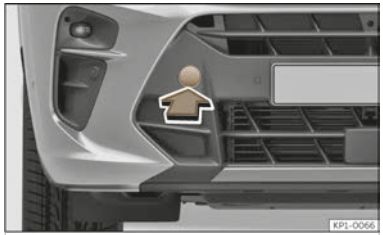

Fig. 216 Front bumper on right: remove the lid.
The housing of the removable towing eye is on the right side of the front bumper underneath a cover ››› **Fig. 216**.
2. Remove the cover by pressing down on its base and leave it hanging from the vehicle ››› **Fig. 216**.